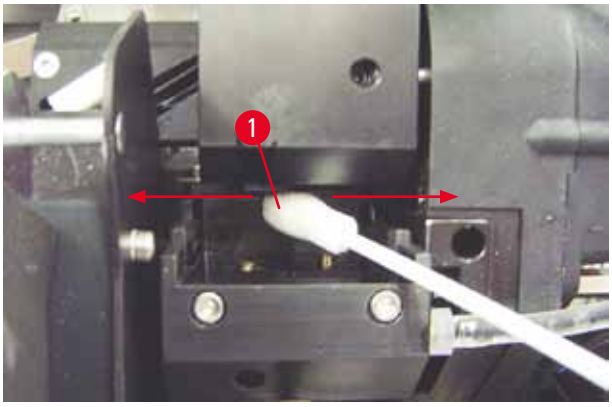

Abb. 51
5. Stäbchen vorsichtig unter den Druckkopf schieben (→ "Abb. 51"). Mit leichtem Druck nach oben (auf den Druckkopf) vor und zurück bewegen (ca. 10 mal). Ablagerungen von getrockneter Tinte werden angelöst und so abgetragen.